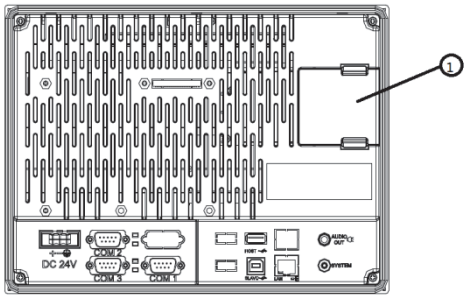

Fig. 10-9 HMI internal battery changing
Replace HMI internal battery: open the battery cover ① at the back side of HMI, as Fig. 10-9, replace the battery（3V lithiun battery, CR2032×1）.